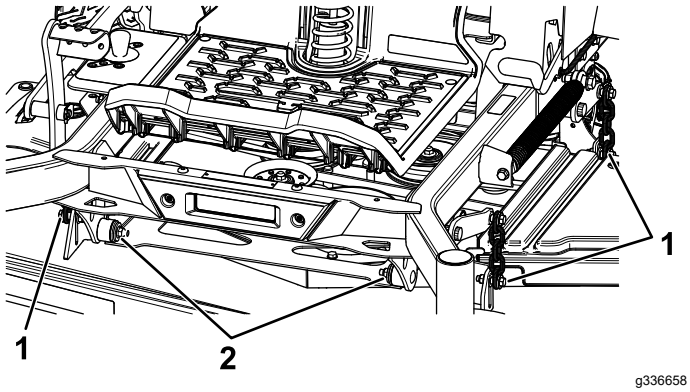

Figure 99
7. Enlevez et conservez les boulons et écrous de chaque côté de la machine (Figure 99).